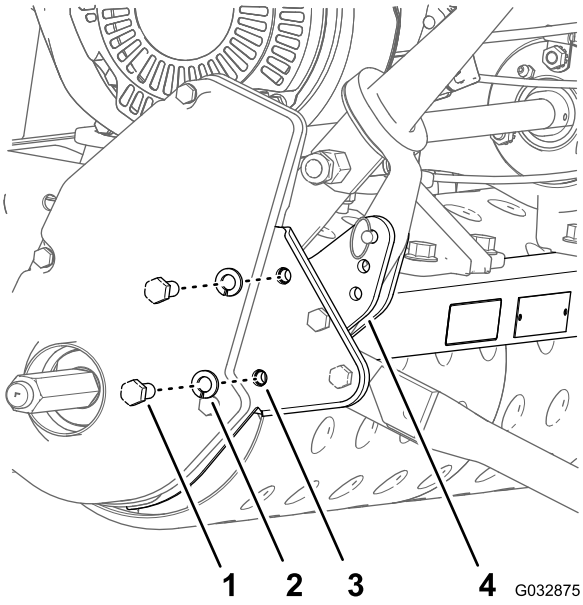

Figura 6
8. Retire os 2 parafusos (3/8" x 7/8") e as duas anilhas de bloqueio (3/8") que prendem a placa do lado esquerdo à almofada exterior de amortecimento da estrutura traseira da máquina (Figura 6).